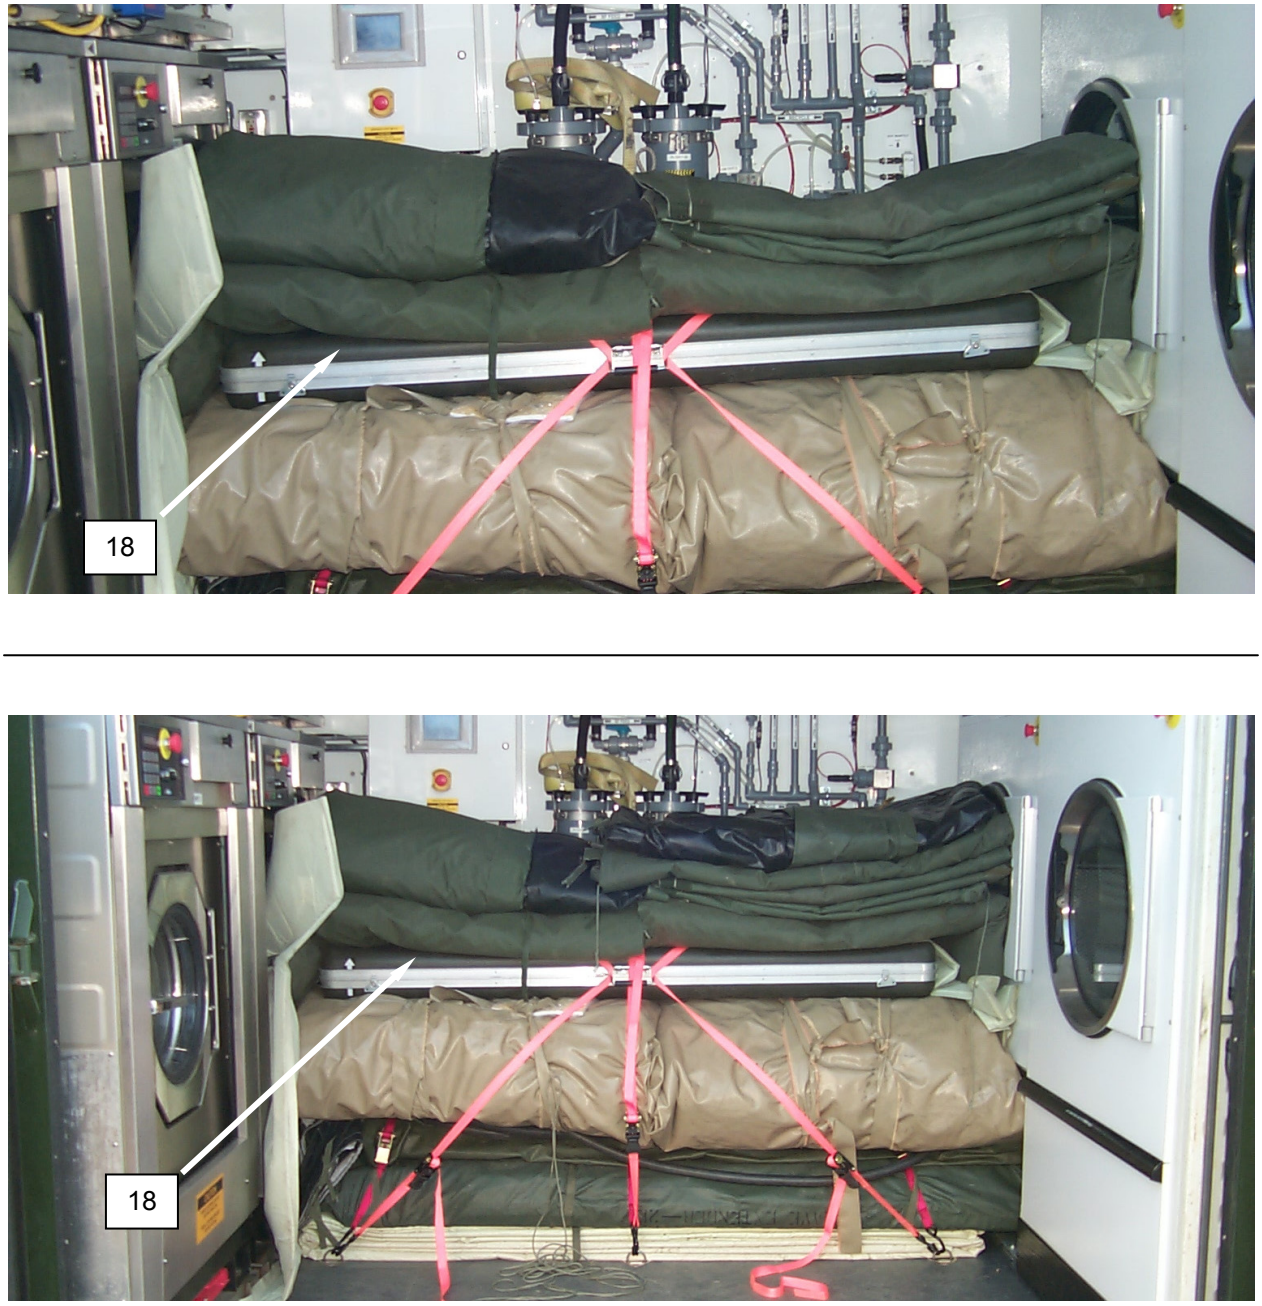

Figure 16. Placing the Fabric Sections.
25. Place outer TEMPER fabric sections and fly **(Figure 16, Item 18)** on top of ramps.